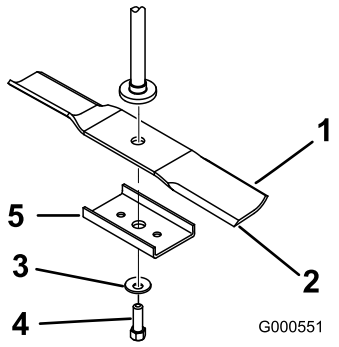
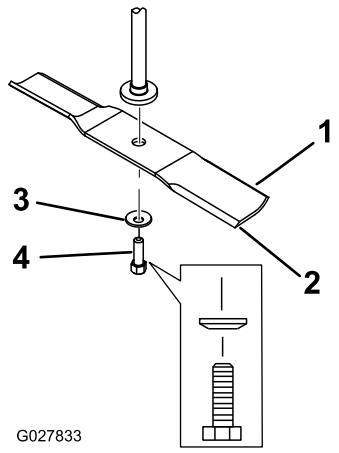

Figur 53
Figur 54
2. Avlägsna knivförstärkningen (endast 81 cm breda däck), knivskruven, den böjda brickan och kniven från spindelaxeln (Figur 53 och Figur 54).
1. Montera kniven på spindelaxeln (Figur 54).
2. Montera knivförstärkningen (endast 81 cm breda däck), den böjda brickan (kupade sidan mot kniven) och knivskruven (Figur 54).